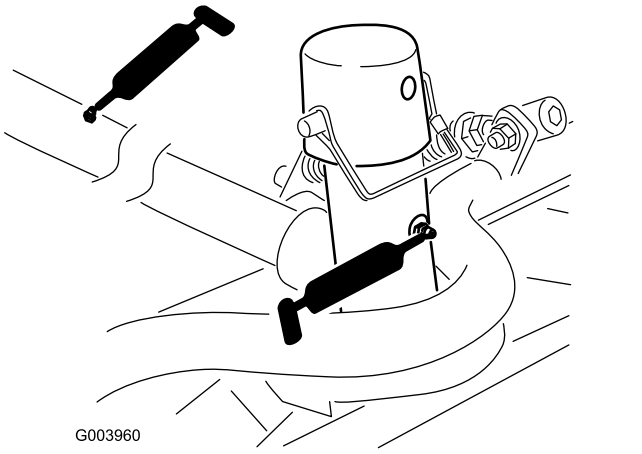

Figur 74
- Klippenhetens bärram och svängtapp (2 var) (Figur 74)